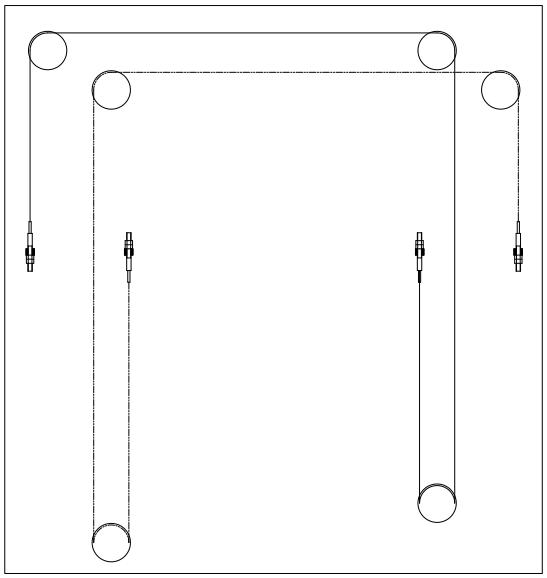

Fig. 37
• Install the synchronization cable according to fig.37.